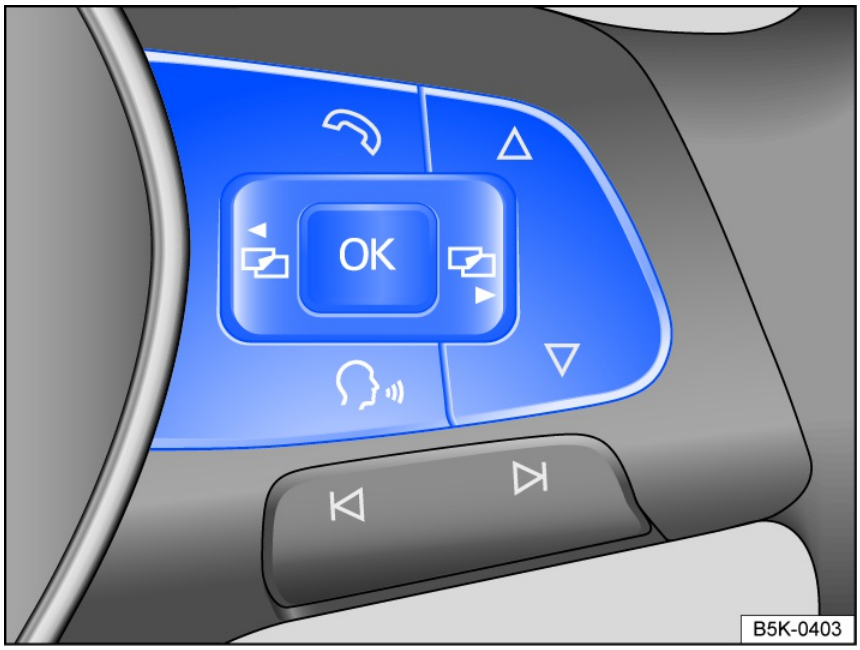

Fig. 11 Right side of the multi-function steering wheel: buttons for operating the menus and information displays in the instrument cluster
Vehicles with multi-function steering wheel: Menus cannot be accessed when a priority 1 warning message is displayed ⇒ *Warning and information texts*. **Yo can confirm and hide some messages using the OK button on the multi-function steering wheel** *fig. 11*.
2. If a message or vehicle icon is displayed, press the OK *fig. 11* button on the multi-function steering wheel, repeatedly if necessary.
1. Press the △ and ▽ arrow buttons on the multi-function steering wheel *fig. 11* until your preferred submenu item is highlighted.